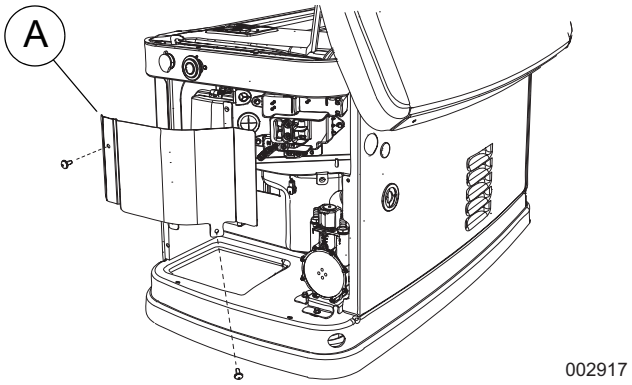
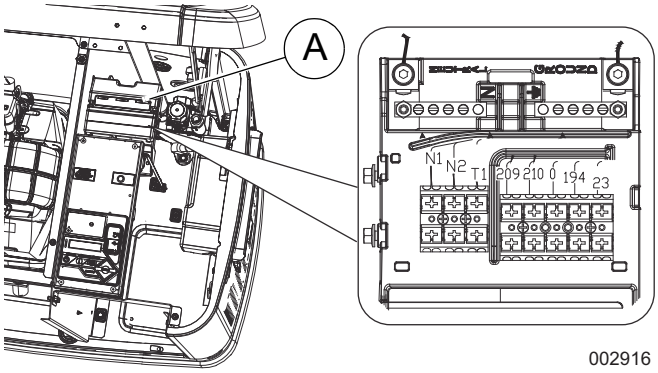

Figura 1. Extracción de la cubierta del tablero de conexiones del cliente (desde el año 2016 hasta el año actual)
Figura 2. Extracción de la cubierta del tablero de conexiones del cliente (unidades de 2013 a 2015)
7. Vea la ***Figura 1 o la Figura 2.*** Retire la cubierta del tablero de conexiones del cliente (A).